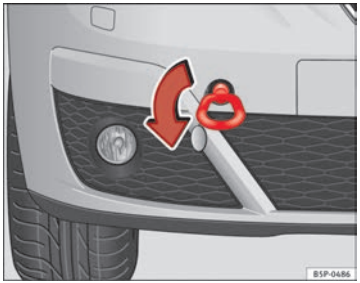
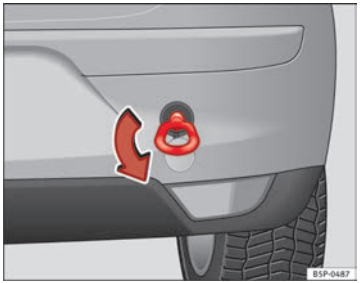

Fig. 203 The front right section of the vehicle: Fitting the front towline anchorage
Fig. 204 Fitting the towline anchorage to the rear of the vehicle
– Screw the towline anchorage as shown by the arrow *anticlockwise* to the limit position in the front ⇒ Fig. 203 or rear ⇒ Fig. 204 threaded hole. ■